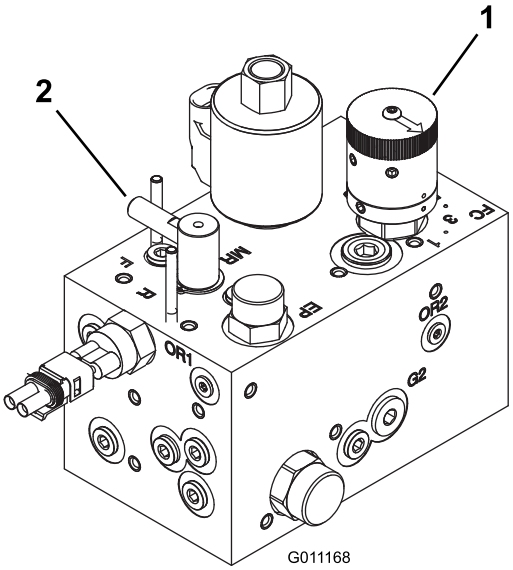

Figur 75
3. Drej baglapningsknappen til baglapningspositionen. Drej knivcylinderens hastighedsregulator til position 1 (Figur 75).